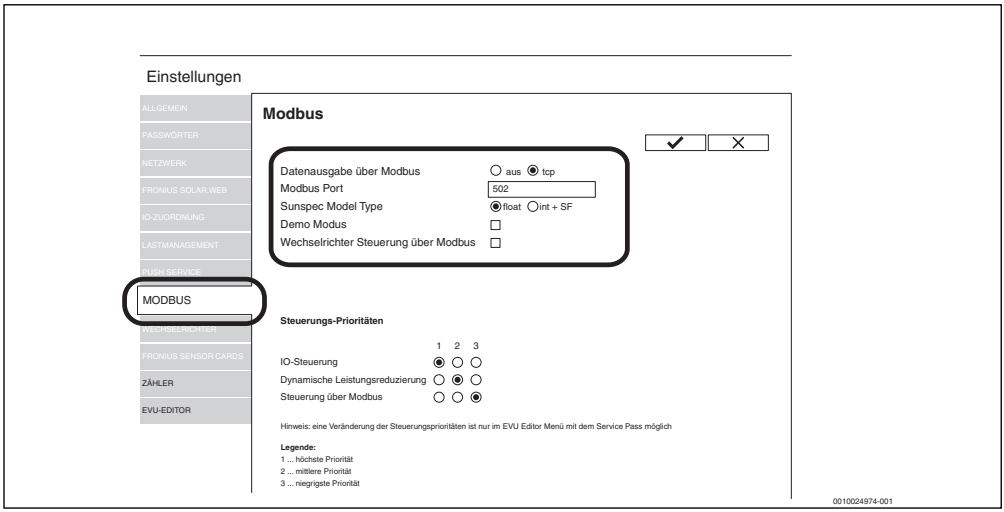

Bild 13 Einstellungen überprüfen
9. Im Reiter links auf **Modbus** klicken (→ Bild 13).
10. Sicherstellen, dass im Bereich **Modbus** folgende Einstellungen gemacht sind (→ Bild 13):